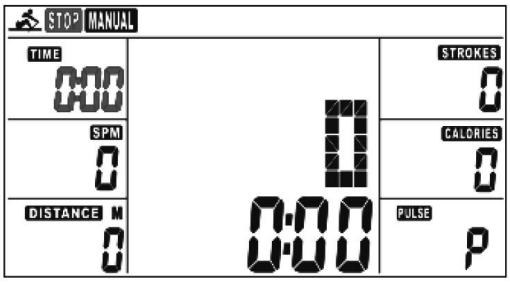

Abb. 6
1. Wählen Sie MANUAL aus (Abb. 6).